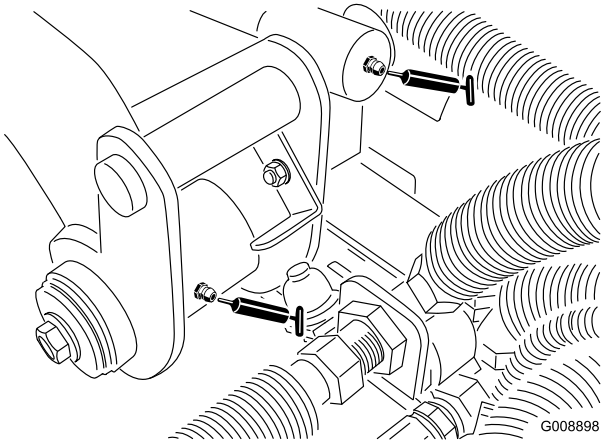

Figur 33
- Bageste løftearms drejetap og løftecylinder (2) (Figur 33)